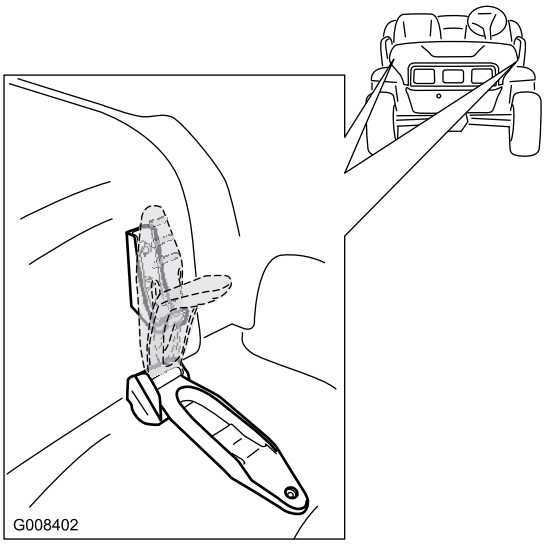

Figur 23
1. Lyft upp handtaget på gummispärrarna på vardera sidan av motorhuven (Figur 23).
2. Fäst motorhuven genom att rikta in gummispärrarna mot spärrankarna på vardera sidan av motorhuven (Figur 23).